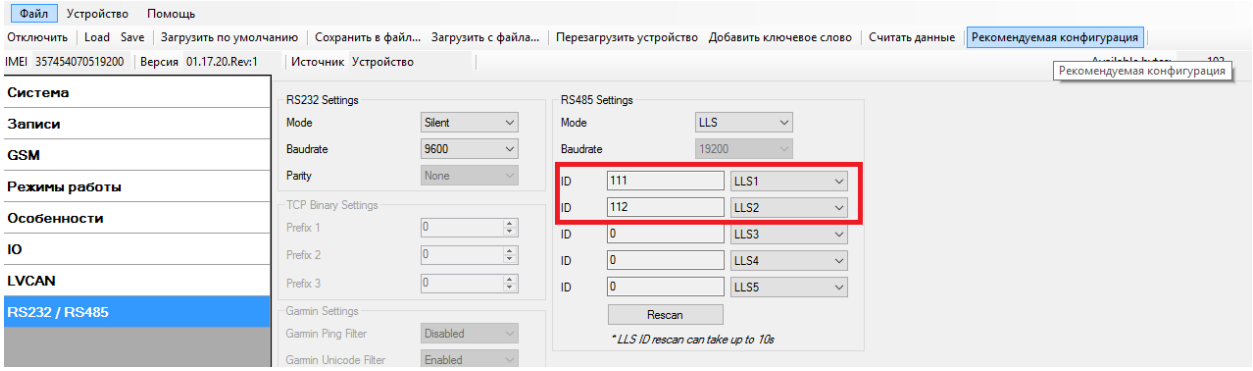

*Рисунок 3*
3.2.1. Настраиваем Терминал по 485 интерфейсу. Датчики DFM определяются в конфигураторе автоматически. (Рис. 3):